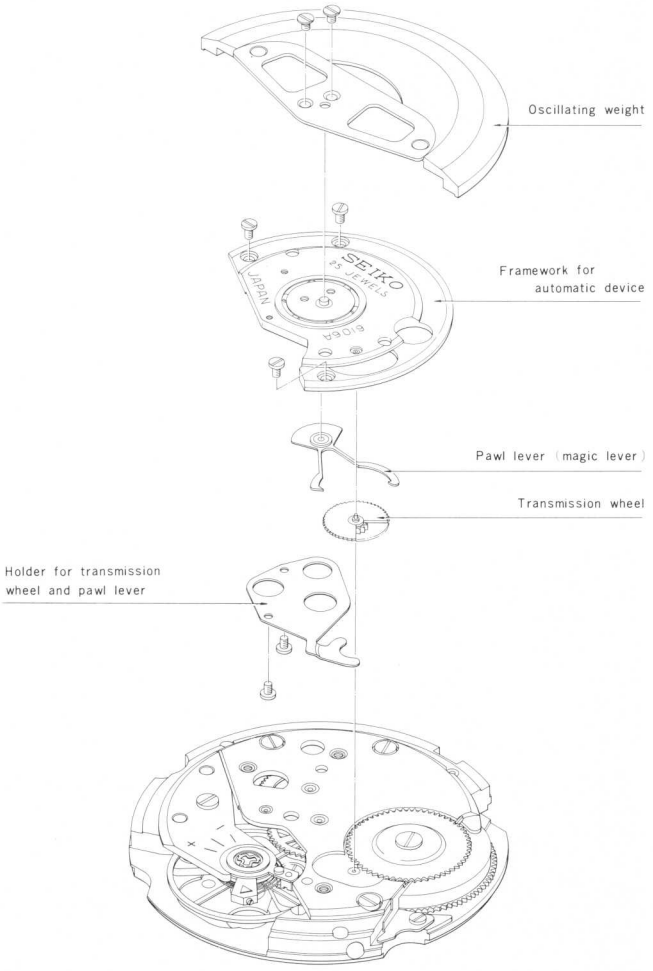

Fig. 1
2.-1 *Exploded view of automatic winding mechanism* (Fig. 1)